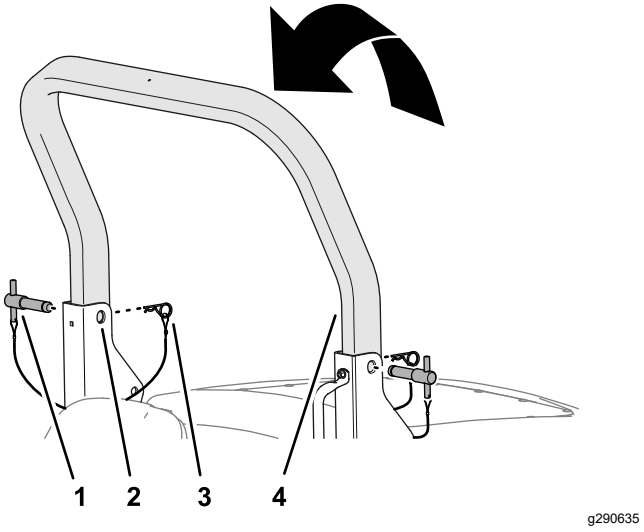

Figur 23
3. Hæv den øvre styrtbøjle, indtil hullerne i styrtbøjlen flugter med aksebeslagene (Figur 23).
4. Sæt styrtbøjlestifterne gennem de øverste huller i aksebeslagene og den øvre styrtbøjle (Figur 23).
5. Fastgør styrtbøjlestifterne i aksebeslagene med låseclipsene (Figur 23).